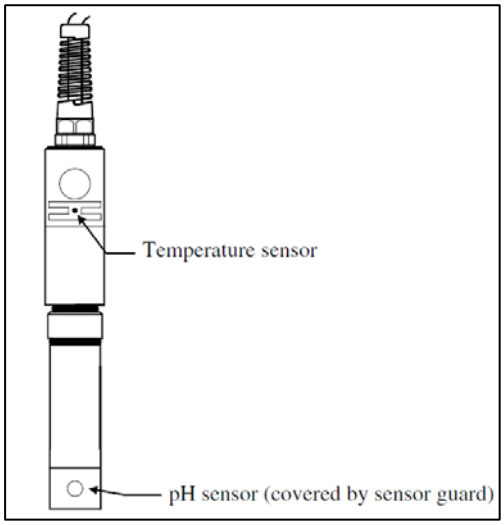

Figure 2
2.9.3 Using a 100 mL graduated cylinder, place 30 to 35 mL of the 7 pH buffer solution in the cylinder and place the pH sensor in the buffer and allow a 10 minute dwell time to acclimate before calibrating. Be sure to immerse the probe so that both the pH and temperature sensors are covered by the solution (see Figure 2).